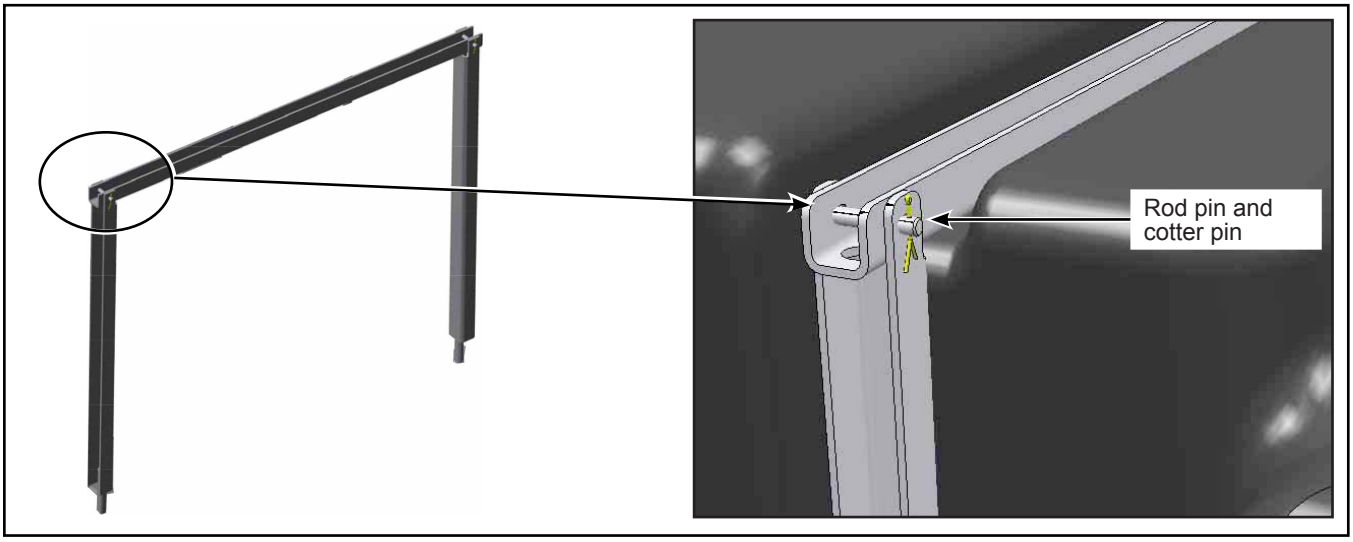

Figure 4 - Cotter Pin Assembly
1.7. Use N75857 rod pins and N75858 cotter pins to affix each N75714 U-channel with rod to the center U-channel. See Figure 4.